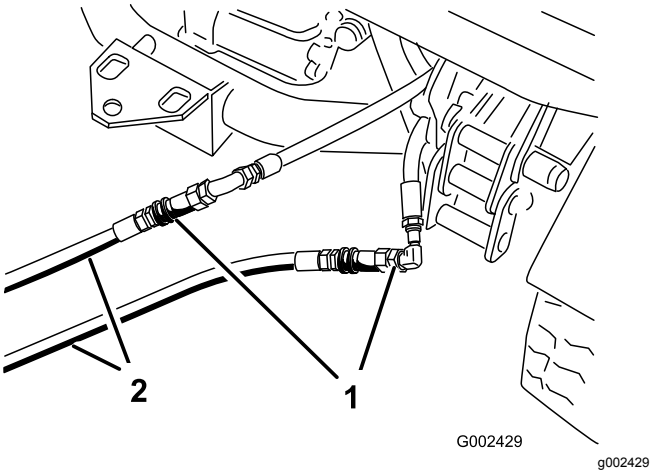

Figur 70
3. Koble de to forbindelsesslangene på den deaktiverte maskinen til slangene som ble koblet fra (Figur 70).